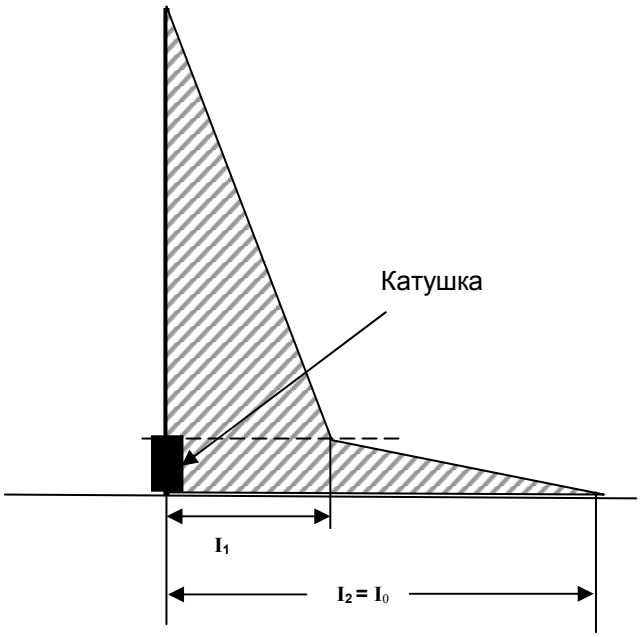

Рис.2 Б
2. Катушка в середине штыря. Рис. 2В